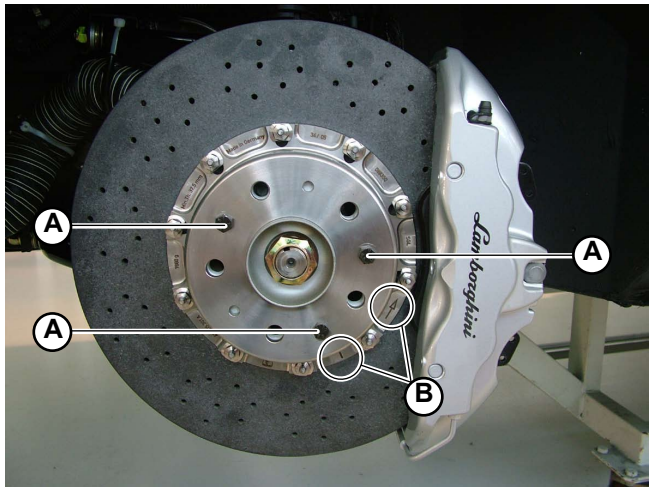

Fig.2
1. Secure the brake disk using the three bolts (**A-Fig.2**).
On the carbon ceramic braking system, the rotation direction (arrow) and the side of assembly (L-Left, R-Right) is indicated on the disk (B-Fig.2).